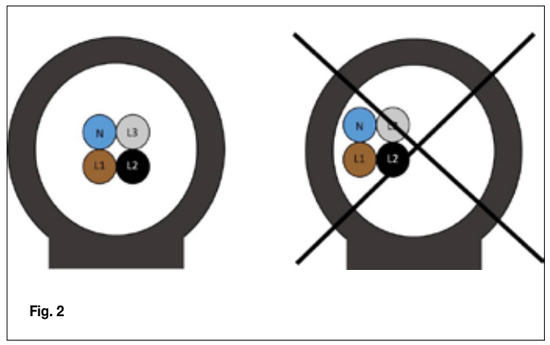

Fig. 2
- Cables shall be routed in such way that the cables are centred within the CTG as shown in fig.2. Make sure that all current carrying leads are passed through the CTG.
- Die Leitungen müssen so verlegt werden, dass die Leitungen wie in Abb.2 gezeigt im CTG zentriert sind. Stellen Sie sicher, dass alle stromführende Leitungen durch das CTG geführt werden.
- Les câbles doivent être acheminés de façon à être dirigés vers l'intérieur du CTG, comme le montre la fig.2.
- La instalación de los cables deberá ser tal que siempre esté centrado en el interior del CTG como se muestra en la fig.2.
- Il percorso del cavi deve essere tale per cui sia sempre centrato all'interno del CTG come mostrato in fig.2.
- Kabelføringen skal være udført, så den altid er centreret inden i CTG, som vist i fig.2.
- 电缆布线的方式应使电缆位于 CTG 中间，如图 2 所示。确保所有传输电流的导线均通过 CTG。